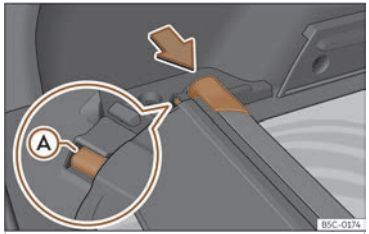

Fig. 191 Dans le coffre à bagages : logement pour ranger la plage enroulable.
- Appuyez sur la tête de la plage arrière enroulable dans le sens de la flèche jusqu'à l'insérer dans le logement prévu à cet effet ››› **fig. 191**. Assurez-vous que le patin Ⓐ s'encastre dans le logement correspondant.